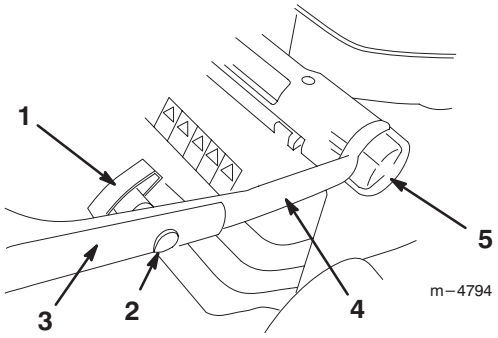

Figuur 2
1. Draai de instelknoppen voor de handgreephoogte los en draai het onderste deel van de handgreep naar de achterkant van de maaier toe, totdat deze in één van de hoogte-instellingen valt, zoals getoond in figuur 2 op pagina 9. Om de hoogte van de handgreep in te stellen, zie *Hoogte van handgreep instellen* op pagina 9.
3. Bevestig het bovendeel op het onderdeel van de handgreep met de bouten met ovale kop en de handgreepknoppen, zoals getoond in figuur 2. **Draai de knoppen goed vast.**